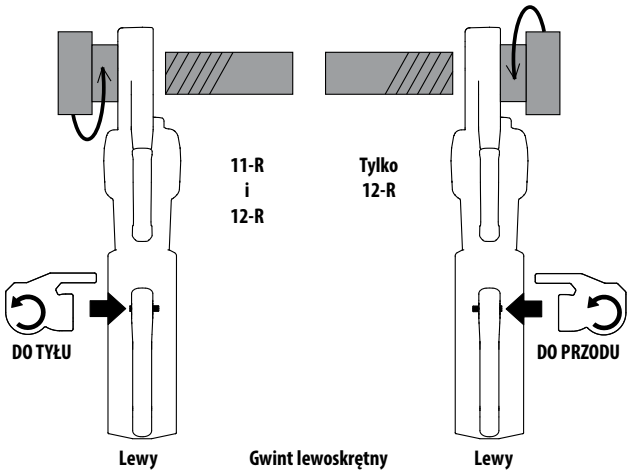

Rysunek 9 - Kierunek przełącznika suwakowego obrotów przednich/wstecznych / głowicy gwinciarskiej
7. Ustawić przełącznik suwakowy obrotów przednich/wstecznych na żądany gwint prawo lub lewozwojny. *Patrz rys. 9*.